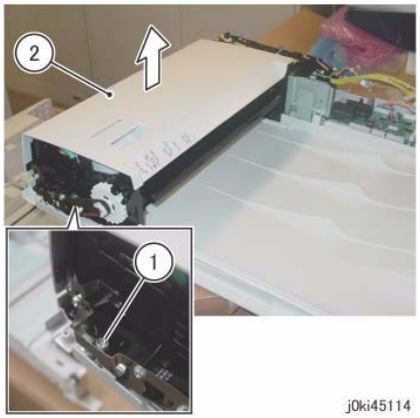

Figure 2 DADF Feeder Assy Removal
7. Remove the DADF Feeder Assembly. (Figure 2)